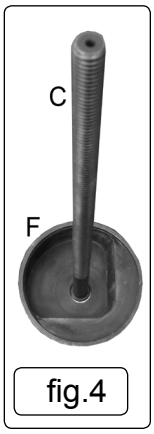

fig.4
4.4.2.. Adaptor (F) is threaded onto the short threaded end of the bolt (C).(fig.4) Pass the bolt through the housing from the rear then through the new bush and then position the Adaptor (E) over the bolt, fitting it against the bush.